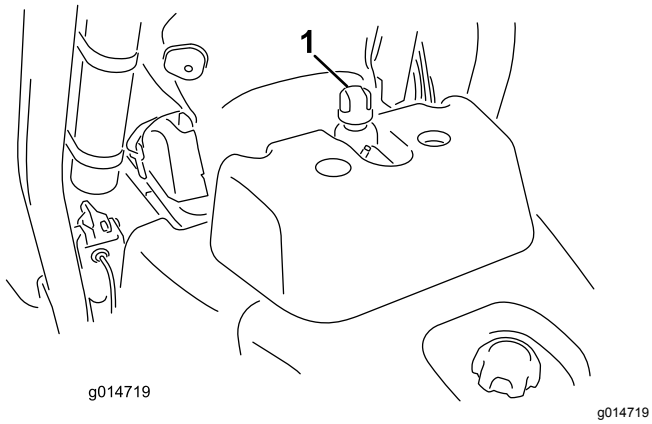

Figur 27
2. Skruva av tanklocket (Figur 27).